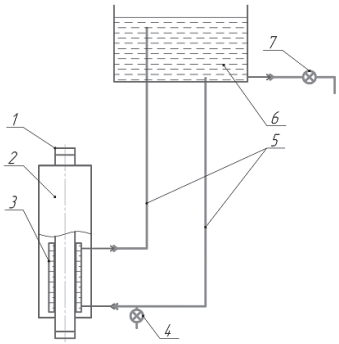

Рисунок 8.2. Схема подключения теплообменника:
8.3.4. Соедините выходные патрубки теплообменника с нагревательным баком трубопроводами по схеме, показанной на рис. 8.2.